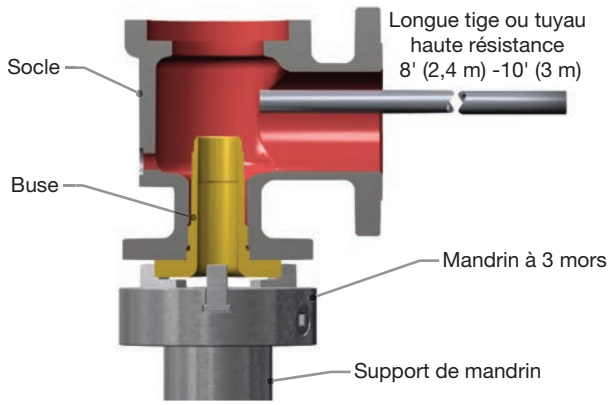

Figure 19 : Desserrer la buse du socle
- 18. Utiliser un mandrin à trois ou quatre mors soudés verticalement dans un support boulonné à un plancher en béton, fixer la buse (2) dans le mandrin et desserrer le corps avec une tige ou un tuyau lourd(e) (voir Figure 19).